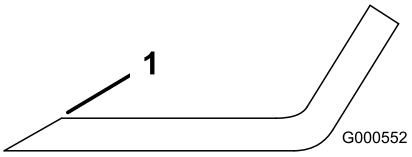
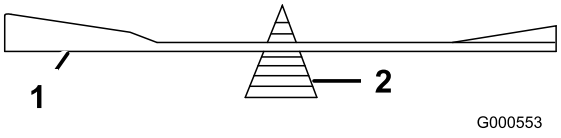

Bild 48
Bild 49
1. Schärfen Sie die Schnittkante an beiden Enden des Schnittmessers mit einer Feile (Bild 48). Behalten Sie den ursprünglichen Winkel bei. Das Schnittmesser behält seine Auswuchtung bei, wenn von beiden Schnittkanten die gleiche Materialmenge entfernt wird.
2. Überprüfen Sie die Auswuchtung des Schnittmessers auf einer Ausgleichsmaschine (Bild 49). Wenn das Schnittmesser in seiner horizontalen Position bleibt, ist es ausgewuchtet und kann wiederverwendet werden. Feilen Sie, wenn das Schnittmesser nicht ausgewuchtet ist, vom Flügelbereich des Messers etwas Metall ab (Bild 48). Wiederholen Sie diesen Vorgang, bis das Messer ausgewuchtet ist.